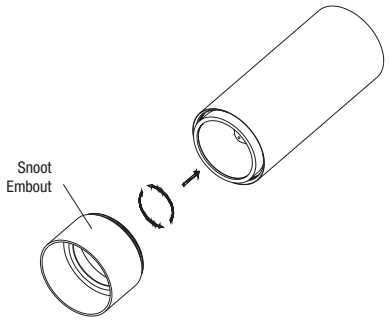
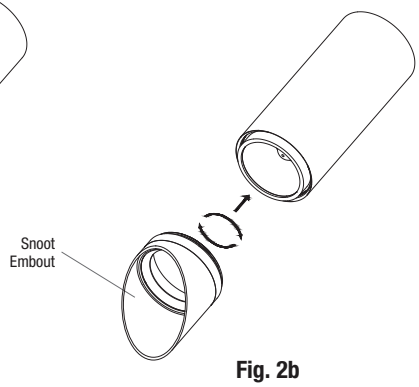

**Fig. 1b**
**Fig. 2b**
2. Screw the optional snoot in (Fig.1b, Fig. 2b).
2. Visser l'embout optionnel vers l'intérieur (Fig. 1b, Fig. 2b).